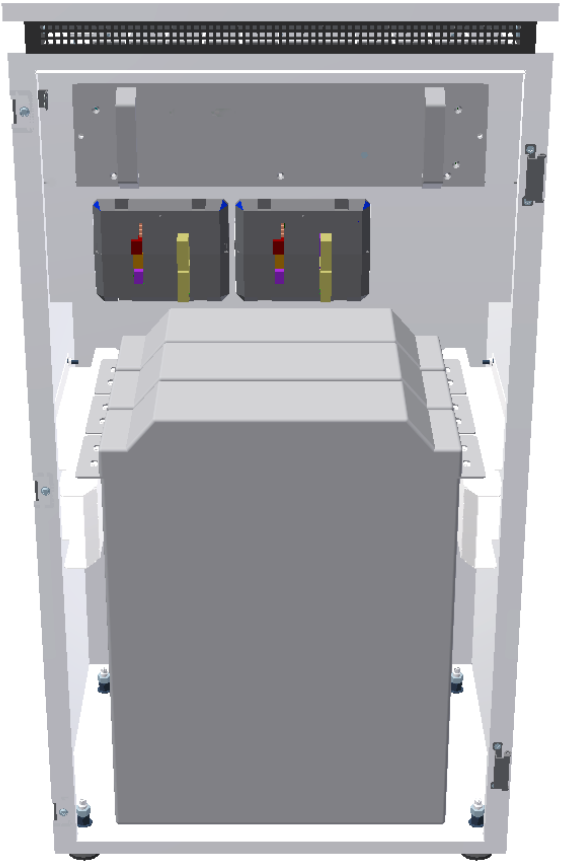

Abbildung 18: Einbauposition der Batteriemodule
Es werden je nach Modell bis zu drei Batteriemodule eingebaut. Die Batteriemodule werden **hängend** platziert (s. Abbildung 18).
- Das Batteriemodul im Speicherschrank platzieren (siehe Abbildung 18).
- Die Batteriemodule in den Speicherschrank stellen (siehe Abbildung 18).